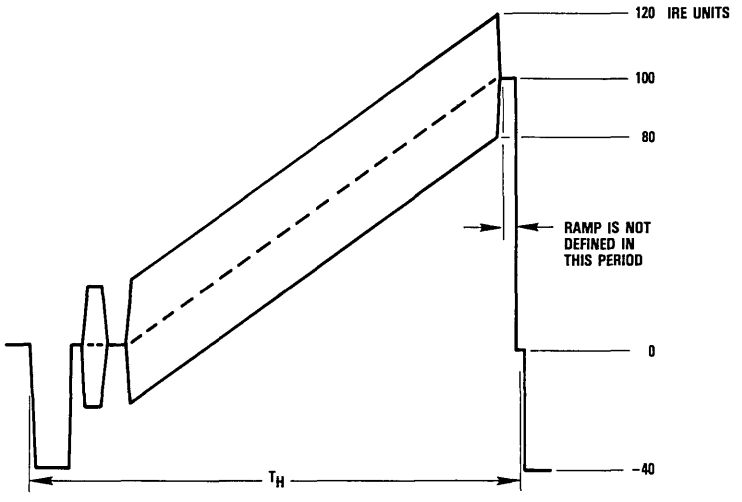
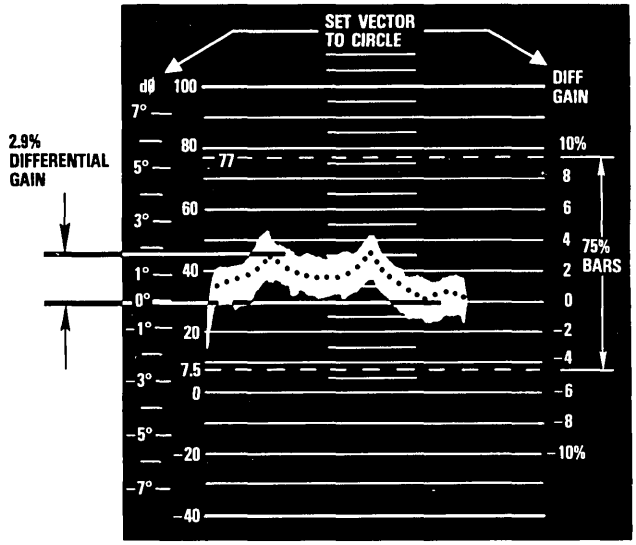
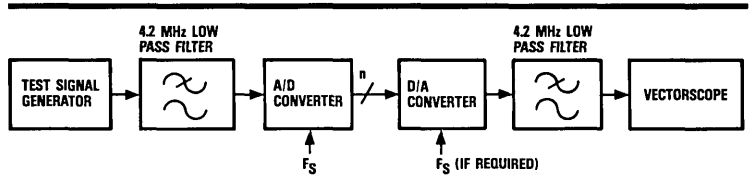
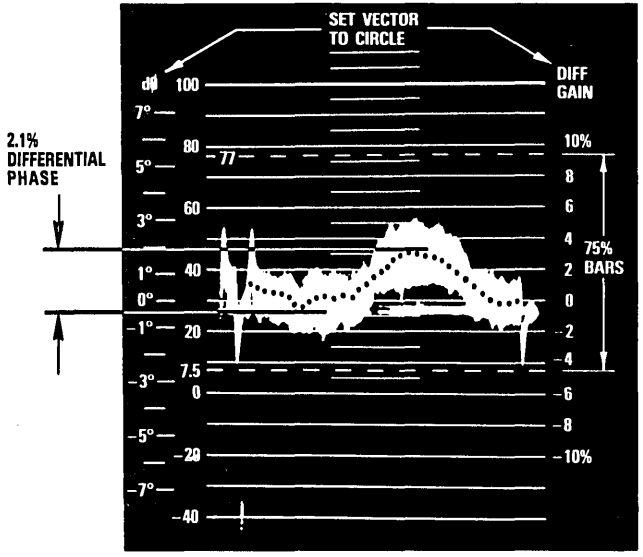

Figure 5. Modulated Ramp Test Signal
Figure 6. Differential Gain, Example Results
Figure 7. Differential Gain And Phase, Test Set-Up
Figure 8. Differential Phase, Example Results
Differential Gain is defined as "The difference between (1) the ratio of the output amplitudes of a small high-frequency sine wave signal at two stated levels of a low frequency signal on which it is superimposed and (2) unity" [1]. Distortion-free processing of a color television signal demands that the amplitude of the chrominance signal not be affected by the luminance function. This is a relevant specification for the video industry since the saturation of the color being shown is represented by the amplitude of a small signal superimposed upon another signal which determines the brightness of the color. The standard method for measuring the differential gain of a device is by using a standardized test signal, known as a modulated ramp (refer to figure 5). The output of the A/D is then reconstructed by a reference D/A and low pass filter; the resultant signal is displayed on a vectorscope which is defined in reference [2]. During DG measurements the vectorscope display will be fuzzy due to quantizing errors in the A/D and D/A. The measurement requires interpretation of the peak-to-peak curvature of the center of the waveform. Figure 6 shows a vectorscope photo with DG testing in progress. The center line is indicated with a dashed line. There are theoretical bounds on differential gain performance described in [3]. The number specified on an A/D converter data sheet is the difference between the actual differential gain of the device and the theoretical performance. Figure 7 shows the typical test set-up that might be used in Differential Gain testing, which is described in more detail in reference [2].
Differential phase errors appear on the T.V. screen as changes in the hue of the colors (tint) as the brightness changes. Differential phase testing is very similar to differential gain testing. The equipment shown in figure 7 is identical, and the display shown in figure 8 is similar to that of figure 6. The results are analyzed in the same manner as Differential Gain, taking the center line of the fuzzy line and finding its maximum peak-to-peak deviation. Reference [2] also describes differential phase testing of A/D converters.